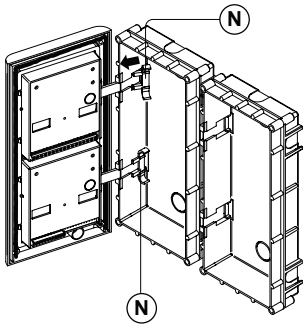

Fig. 78
2. Continue from step **4** of surface mounting instructions, but at step **7** hook the hinge locks Ⓝ as shown on **Fig.78.**